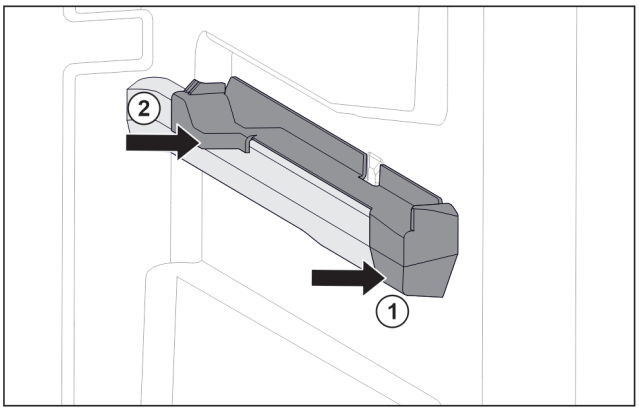

Fig. 142 Piesă de fixare pe nervura din dreapta a recipientului
▶ Așezați piesa de fixare în față pe nervura recipientului. *Fig. 142 (1)*
▶ Apăsați piesa de fixare spre spate. *Fig. 142 (2)*